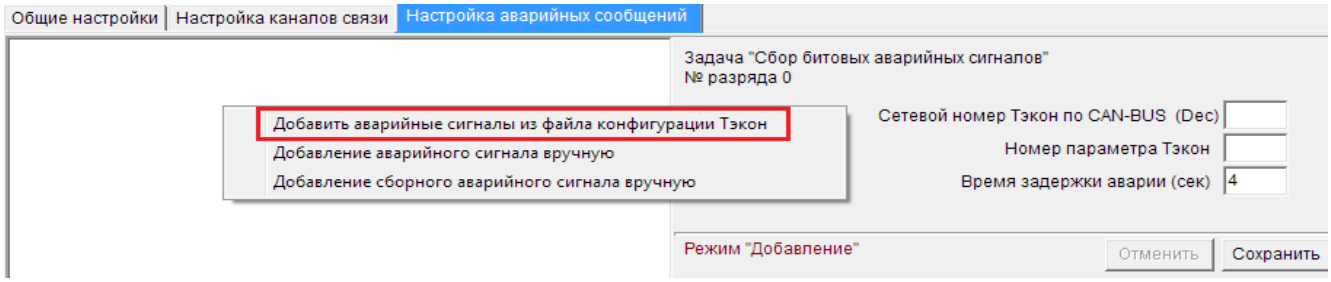
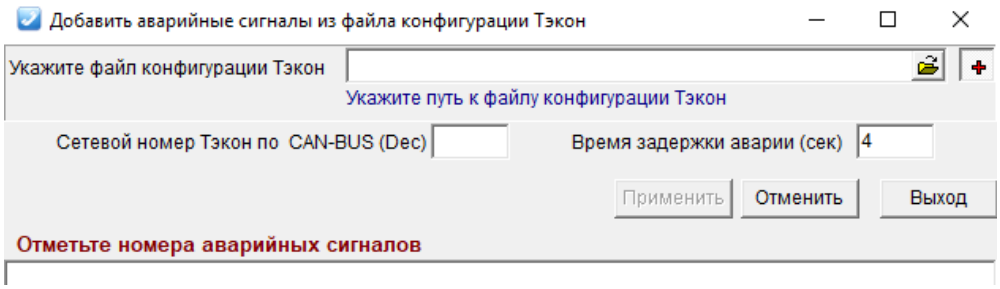

Рисунок 27 – Открытие окна автоматического добавления аварийных сигналов
Рисунок 28 – Окно для добавления аварийных сигналов из файла конфигурации
1. В контекстном меню списка аварийных сигналов выбрать пункт «**Добавить аварийные сигналы из файла конфигурации Тэкон**» (см. рисунок 27) – откроется одноимённое окно (см. рисунок 28).